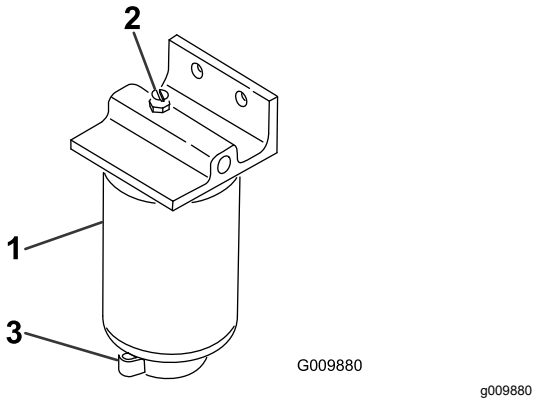

**Figure 58**
3. Desserrez le robinet de vidange au bas de la cartouche du filtre (Figure 58).
2. Nettoyez la surface autour des supports de la cartouche du filtre (Figure 58).